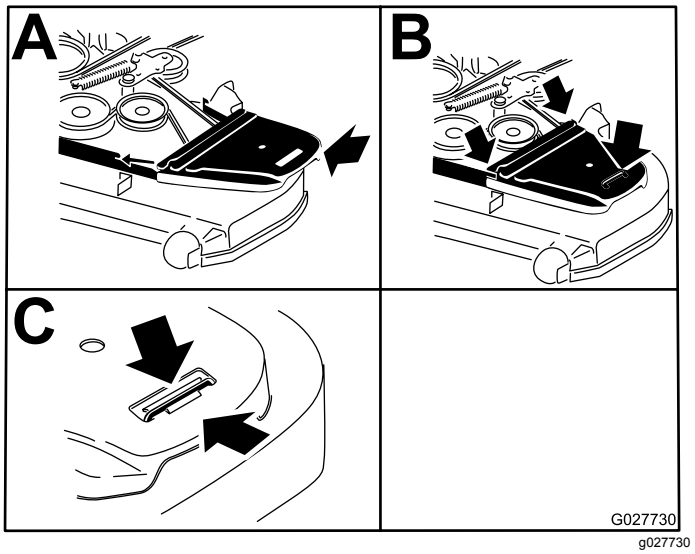

Figura 85
14. Instale las cubiertas de la correa (Figura 85).